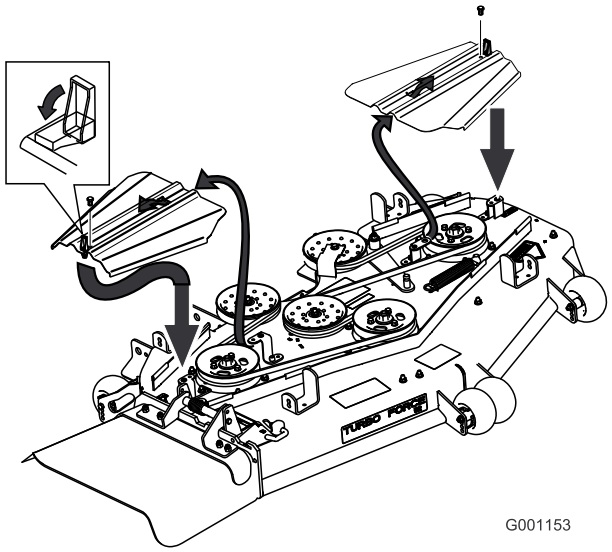

Figur 65
3. Fjern boltene som holder remmens deksler på plass og fjern dekslene (Figur 65).
9. Monter remdekselet ved å føre dekselet inn på tappen, montere boltene og låse det (Figur 65).